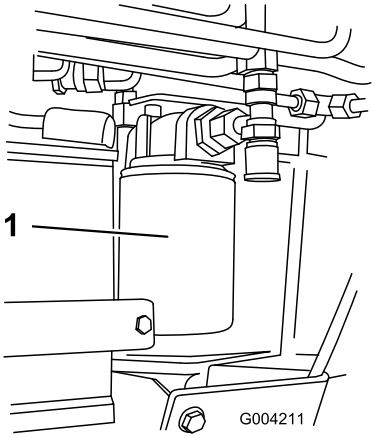

Figur 54
4. Placera ett kärl under filtret (Figur 54).
5. Ta bort det gamla filtret (Figur 54) och torka rent ytan på filteradapterpackningen.
7. Sätt i det nya hydraulfiltret i filteradaptern (Figur 54). Dra åt det medsols tills gummipackningen vidrör filteradaptern, och dra sedan åt filtret ytterligare ett halvt varv.